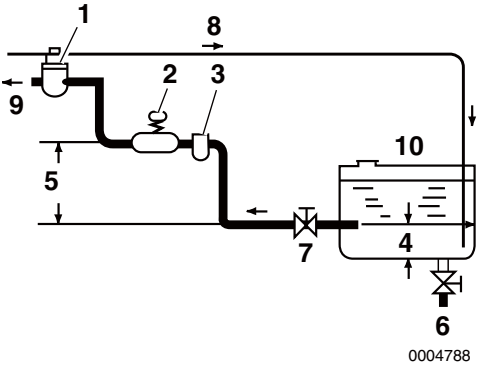

Figur 3
Installér brændstofslangen fra brændstoftanken brændstofsindsprøjtningspumpen som vist i **Figur 3**.
Den anbefalede brændstof/vandudskiller **(Figur 3, (3))** (ekstra) installeres i midterafsnittet af den slange.